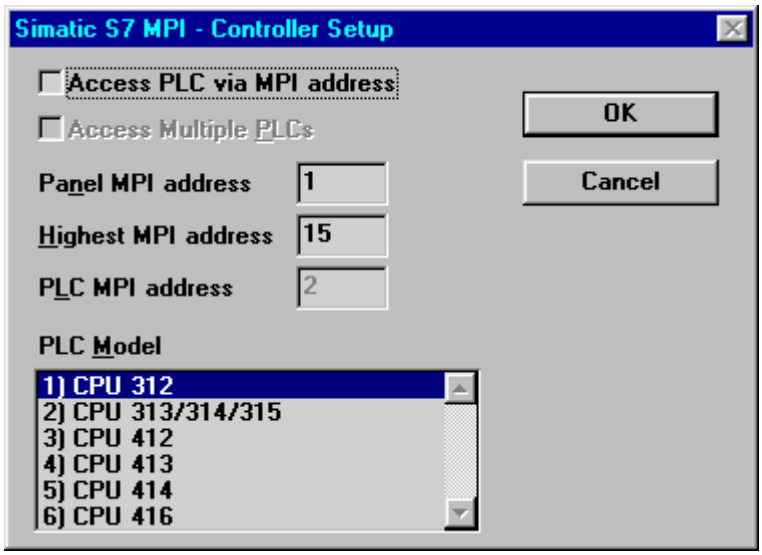

Figure 1. Controller Setup
- Select the type of CPU that you intend to use with the option “Project/Controller Setup” (see Figure 1).
1. select the option “Project/Controller Setup” (see Figure 1);